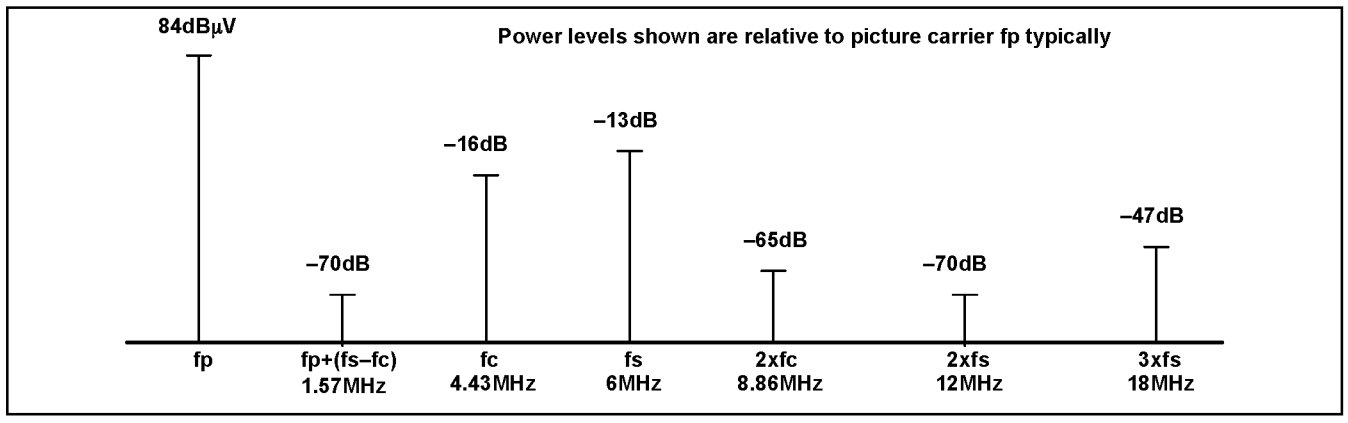
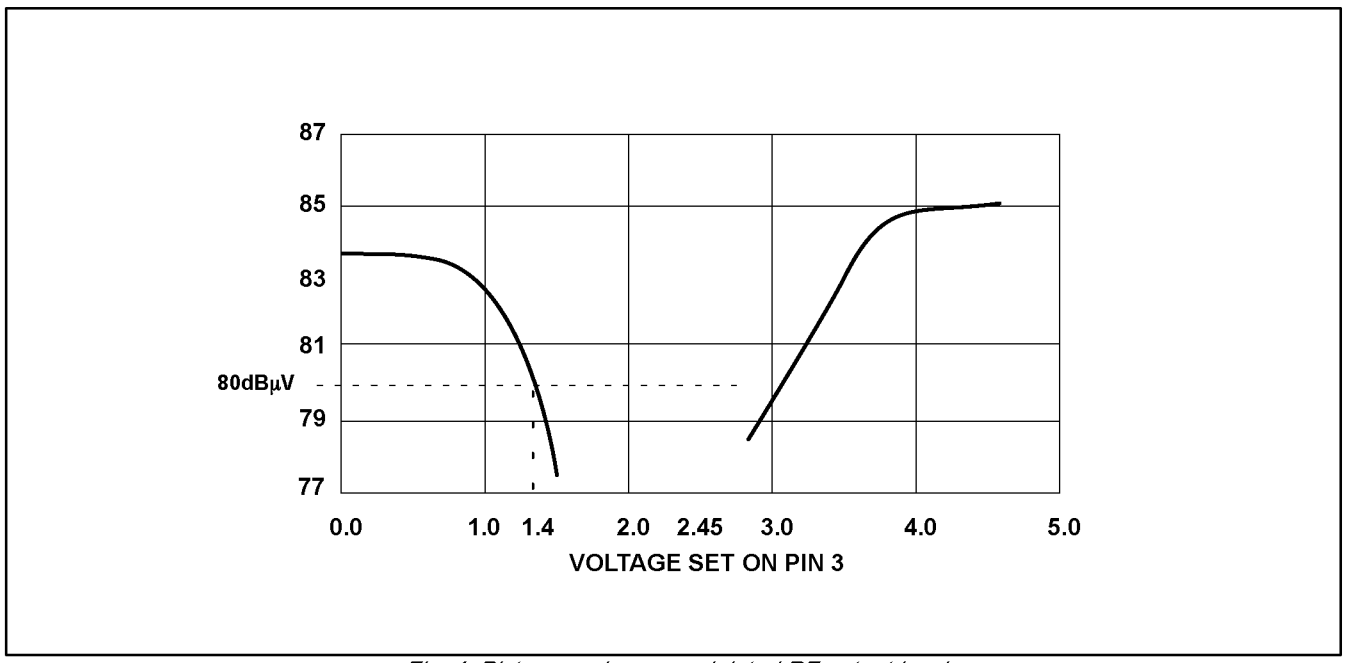

Fig. 3 Frequency spectrum above the Video picture carrier (Q_{TANK} = 9)
Fig. 4. Picture carrier, unmodulated RF output level
2. May be increased by use of external resistor, see Fig. 3
3. May be adjusted by use of external resistor dependent on video content, see Fig. 4
Pin 3 (MOD INDEX) is used to control both RF carrier amplitude and video polarity, see Fig. 3. Since the video input is internally AGC'd, varying the carrier amplitude will also adjust the video modulation index, see Fig. 4.
For example, for a negative modulation (PAL or NTSC) with an 80% modulation index, pin 3 should be set to 1.1Volts (see Fig. 4). This voltage corresponds to an unmodulated RF output level of 82dBμV, see Fig. 3.
As already stated, great care must be taken with the mod index pin, pin 3. This should be decoupled with chip components as close to the pin as possible. Ideally the mod index should be defined with a DC voltage, thus requiring the use of two external resistors, see Figs 4 and 5. It is also possible to define mod index through the use of a single resistor connected to ground or V_{CC} depending on whether negative or positive modulation is required.